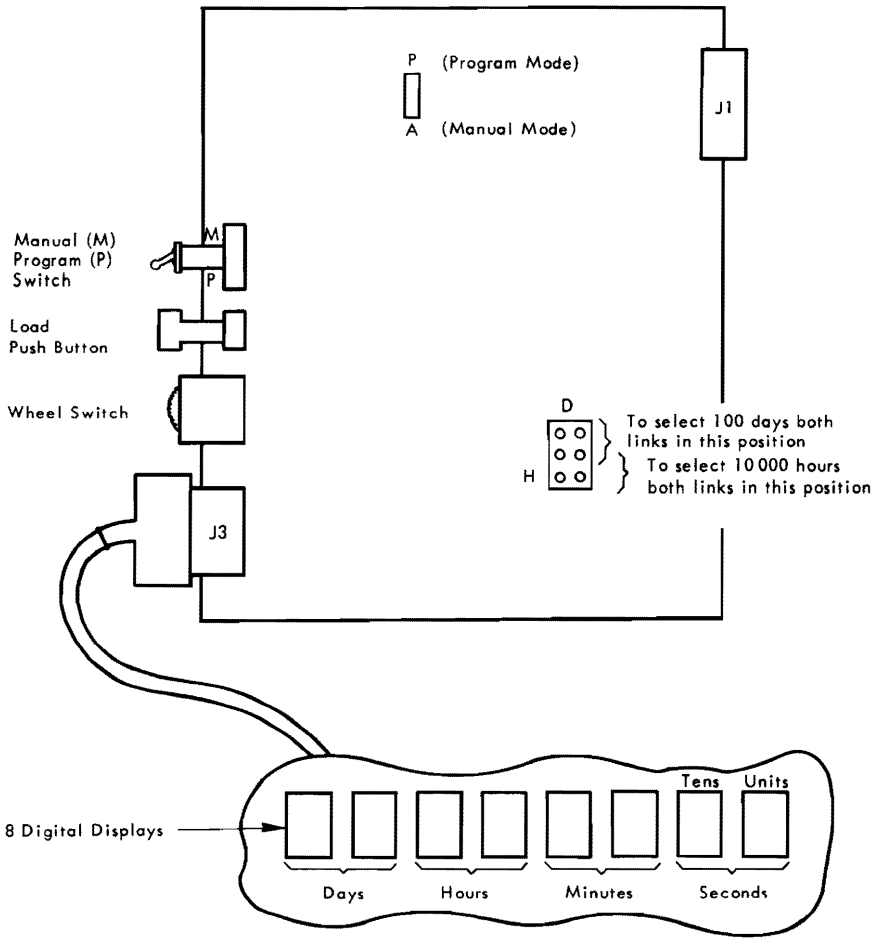

Figure 7-1 Selecting the Mode of Operation
7.2 Selecting Modes of Operation (Figure 7-1)